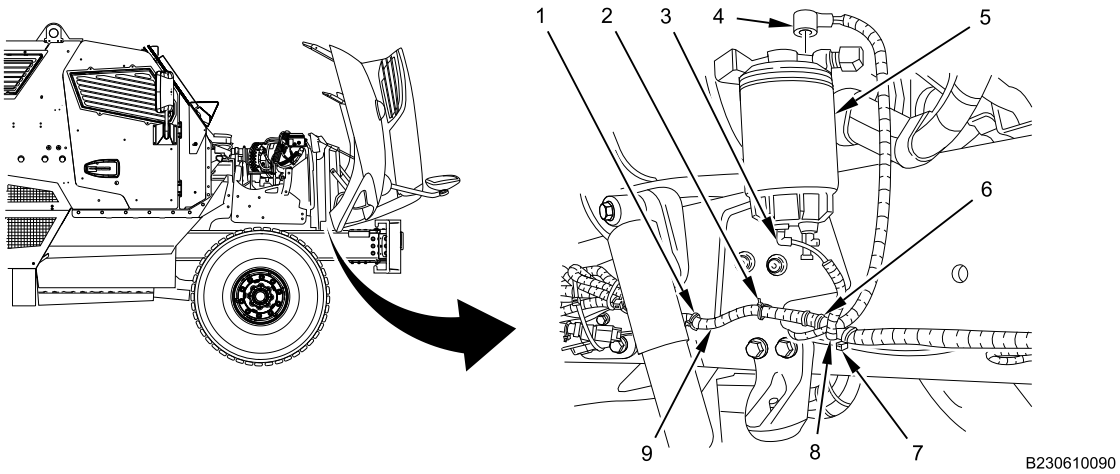

Figure 16. Right Outboard Frame Rail.
5. Connect fuel heater connector (Figure 16, Item 4) and water probe connector (Figure 16, Item 3) to fuel filter assembly (Figure 16, Item 5).
6. Install five new cable lock straps (Figure 16, Item 1, 2, 6, 7 and 8) fastening forward chassis harness (Figure 16, Item 9) together.